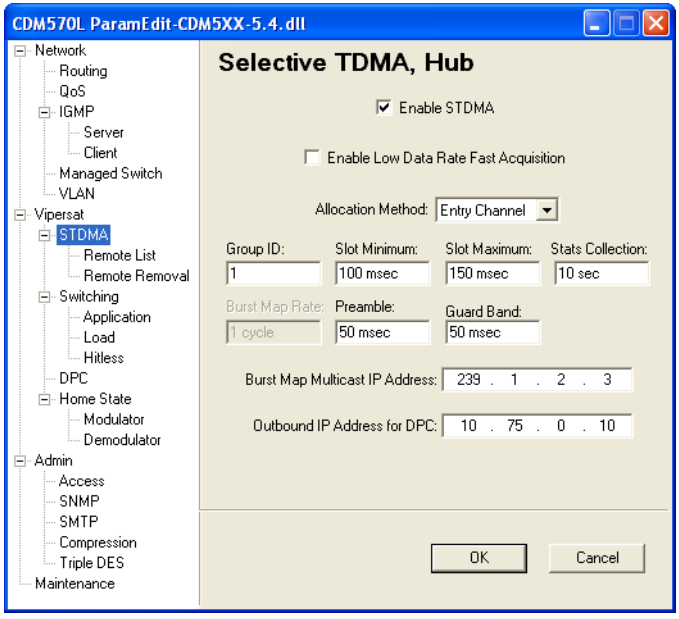
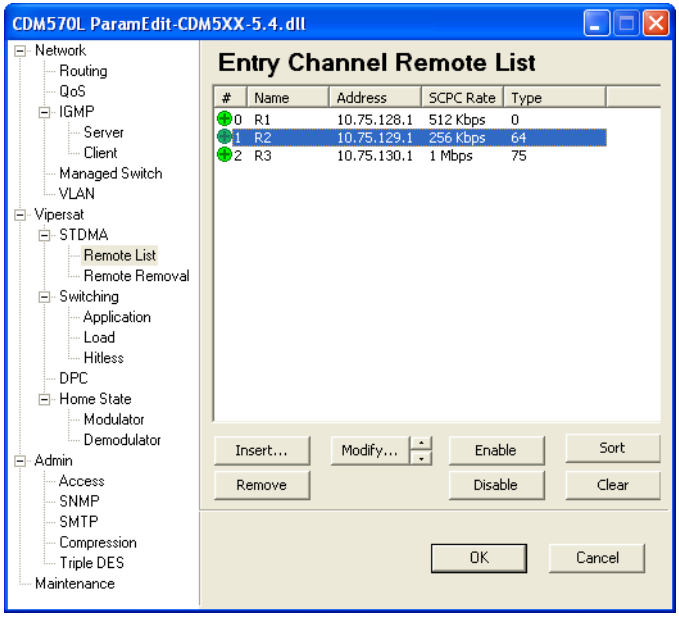

Figure E-17 STDMA Page with Entry Channel Mode, CDM-570/570A
Figure E-18 ECM Remote List Page, CDM-570/570A
Figure E-17 shows the STDMA page for the CDM-570/570A set up to run in Entry Channel mode.
1. Click the **Remote List** menu item on the **STDMA** page shown in figure E-17 above to display the **STDMA Remote List** shown in figure E-18.